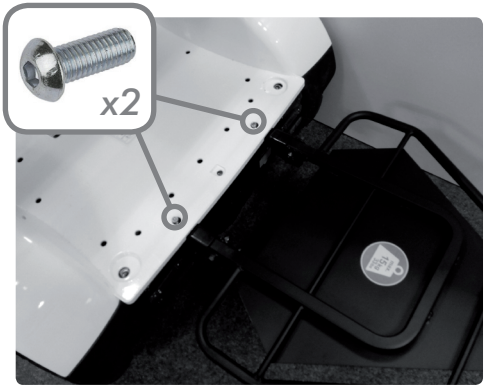

Abb. 3
1.3. Lösen Sie nun die beiden Schrauben mit denen das Dreieck über zwei Metallstreben am Elektromobil befestigt ist (Abb. 3).